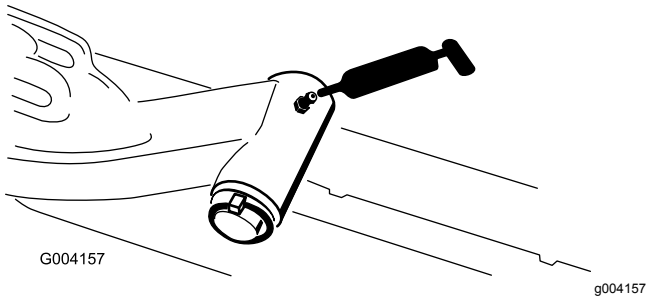

Figur 67
- Løftearmsdreietappaksel (1 hver) (Figur 67)